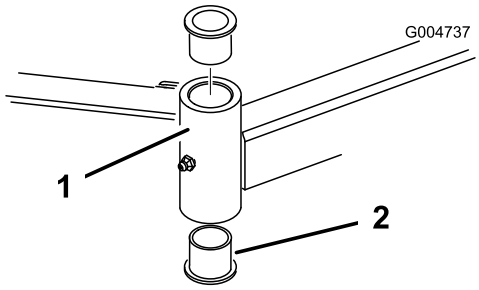

Bild 79
4. Stecken Sie einen Dorn oben oder unten in das Befestigungsrohr und treiben die Büchsen heraus (Bild 79).